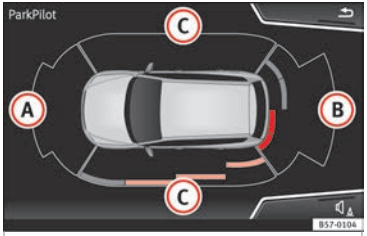

**Fig. 206** Represented area.
In order to view the entire periphery of the vehicle, the vehicle must be moved a few metres forwards and backwards. Thus, the missing areas are screened and obstacles at the sides of the vehicle are displayed ››› Fig. 206 Ⓒ.
If there is a fault in a sensor, the symbol ⚠ is displayed on the Easy Connect display in front of/behind the vehicle. If a rear sensor is faulty, only the obstacles in area (A) are displayed ››› Fig. 206. If a front sensor is faulty, only the obstacles in area (B) are displayed.